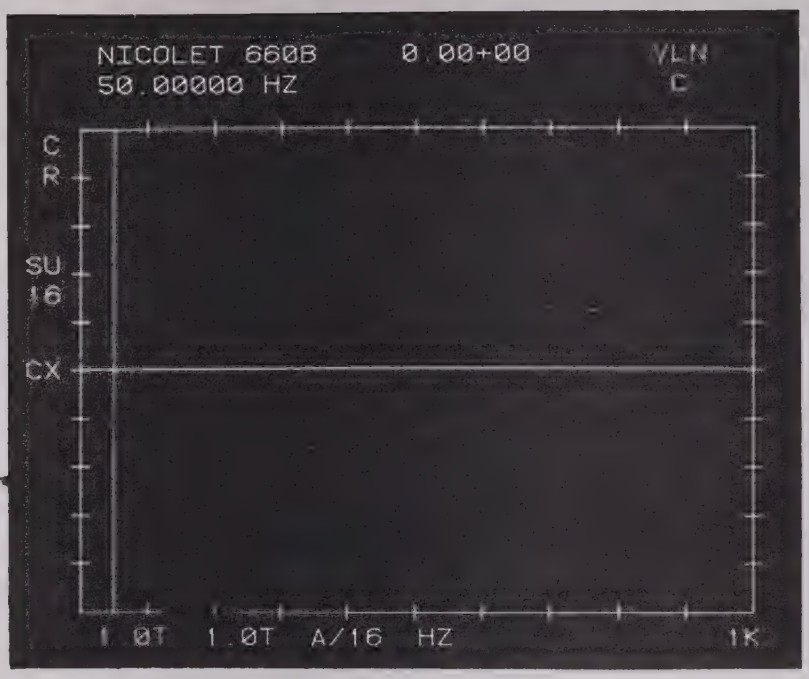

FIGURE S-4.
7. Position Cursor To: 50 Hz (Figure S-4)